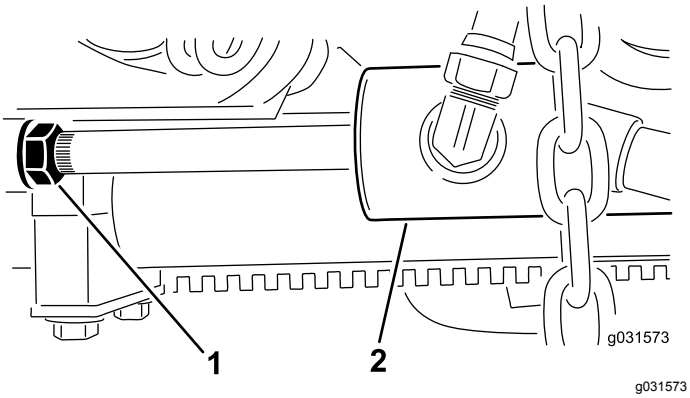

Figura 12
B. Allentate il controdado sul cilindro (Figura 12).